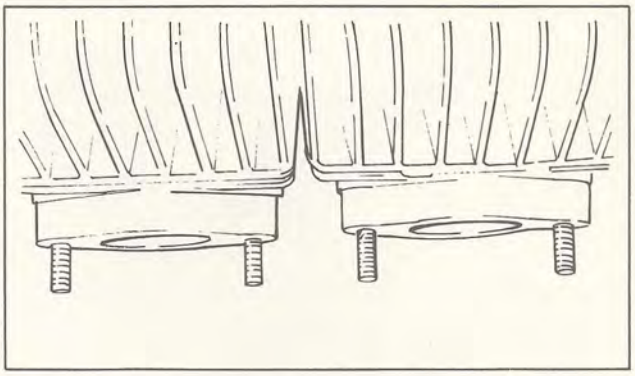

Fig. 2-52
(2) When installing both right and left cylinders, the intake port flanges must be lush with each other. If not, the throttle valve and choke valve will not operate smoothly. (Fig. 2-52)